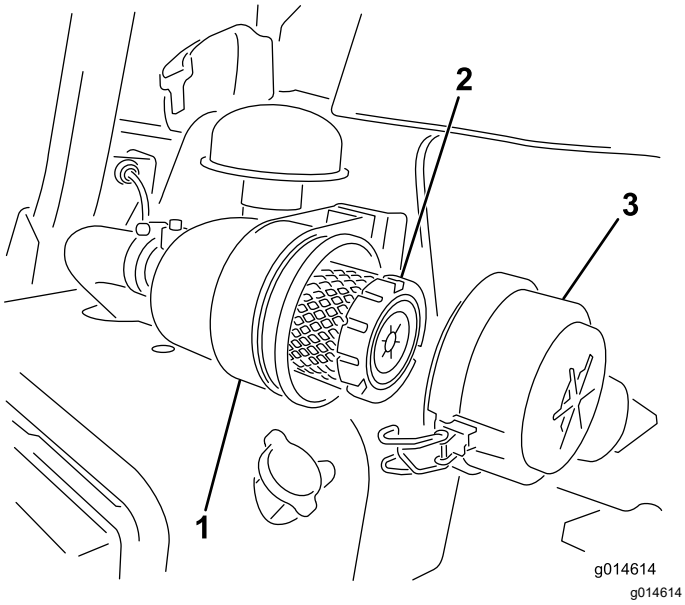

Figuur 33
1. Maak de sluitingen los waarmee het deksel van het luchtfilter is bevestigd aan het luchtfilterhuis (Figuur 33).
7. Maak de sluitingen vast (Figuur 33).